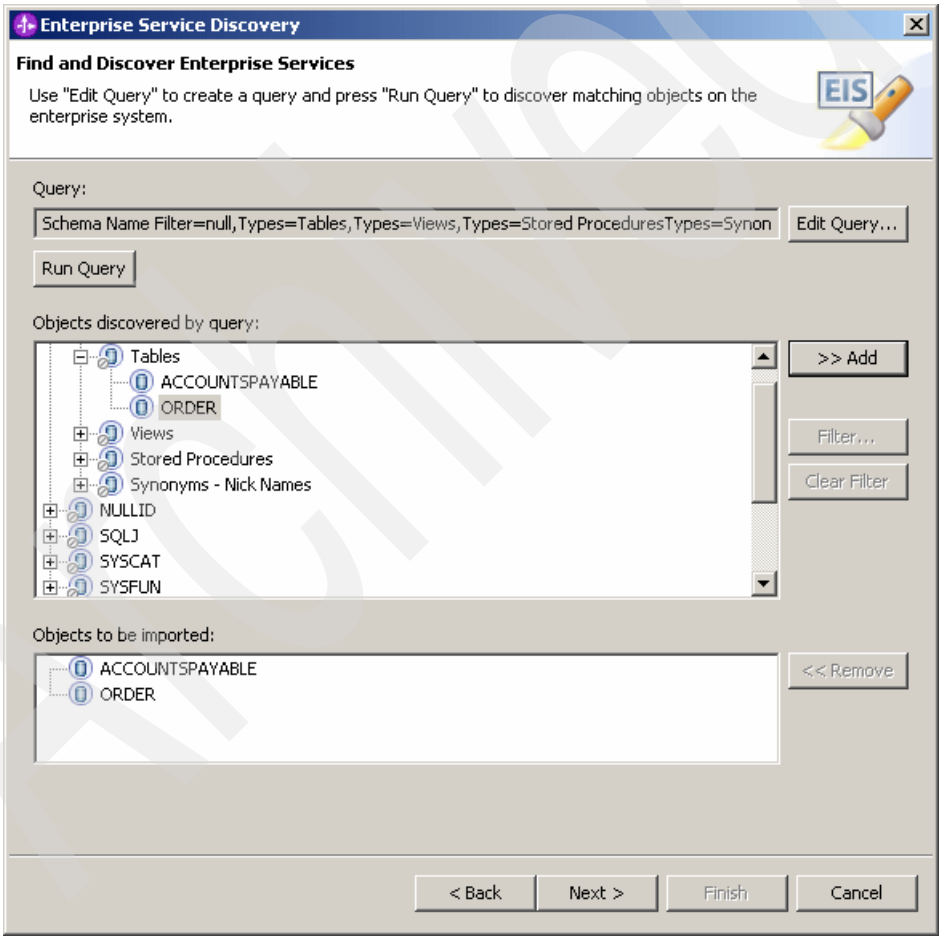

Figure 12-31 Importing tables from the ITSO_E database
b. Import the two tables that we created earlier (Figure 12-31).